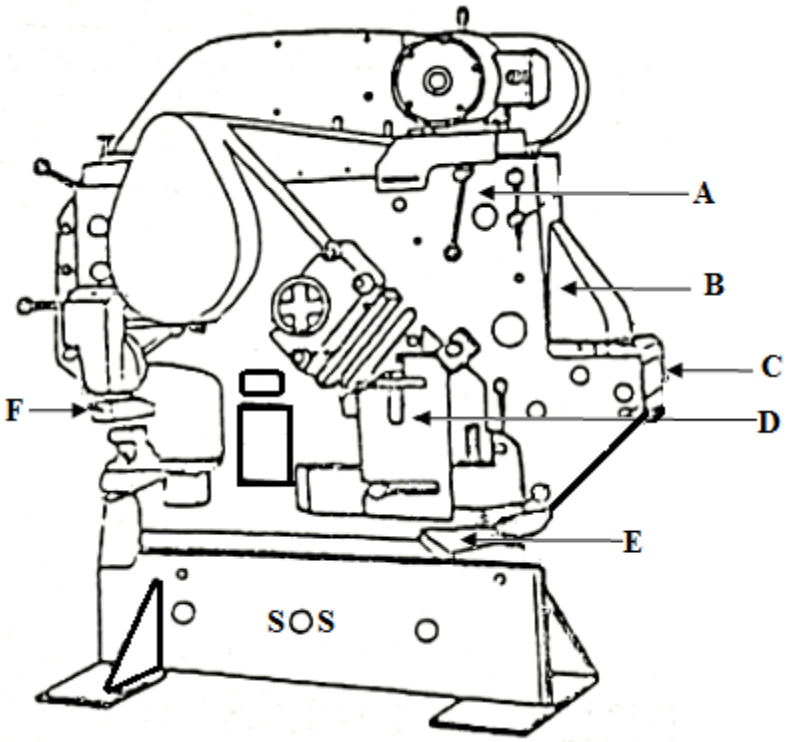

FIGURE 1
1.1 FIGURE 1 below shows a punching, shearing and cropping machine.